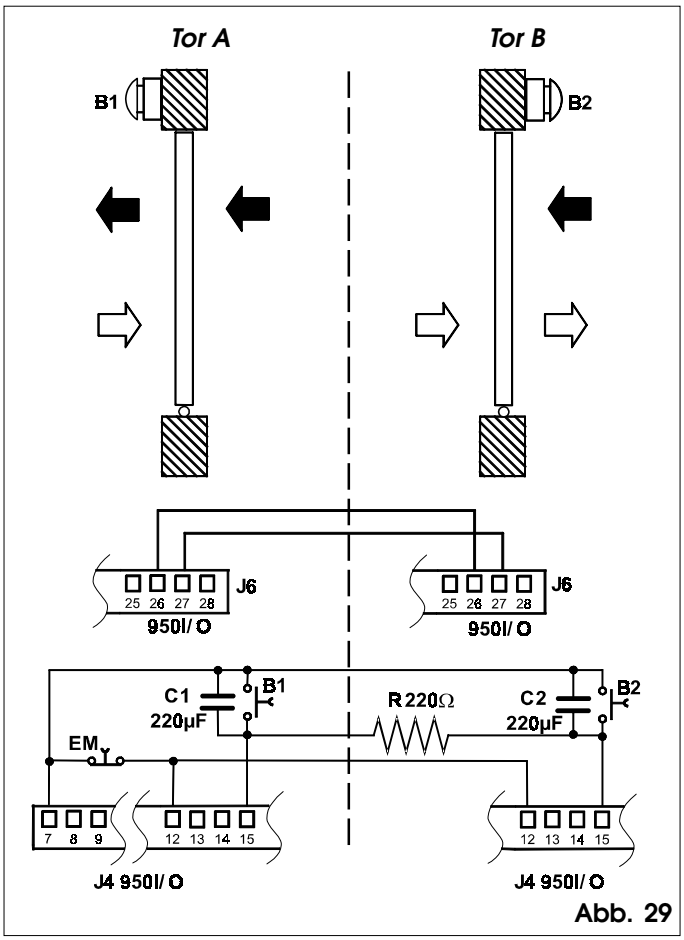

Abb. 29
• Die Anschlüsse zwischen den Geräten 950I/O der beiden Automationen, der Tasten und der zusätzlichen elektronischen Komponenten gemäß Abb. 29 ausführen.